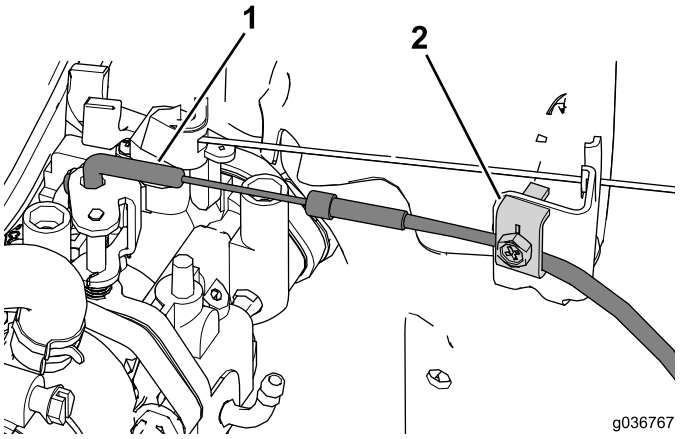

Bild 34
2. Setzen Sie den Krümmer am Ende des Bowdenzugs in die Chokebaugruppe ein (Bild 34).
3. Befestigen Sie das Chokekabel mit der Klemmschraube in der richtigen Position (Bild 34).